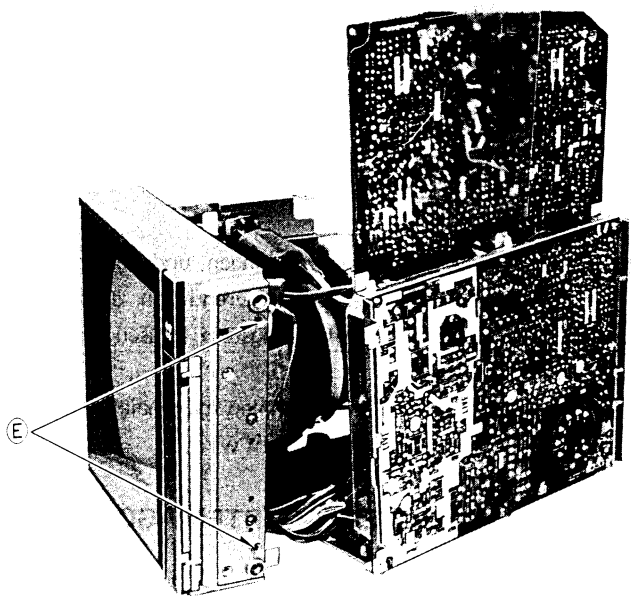

Fig. 5
1. Remove 2 screws Ⓔ as shown in fig. 5.
1. 2 Schrauben Ⓔ entfernen, wie in Abb. 5.